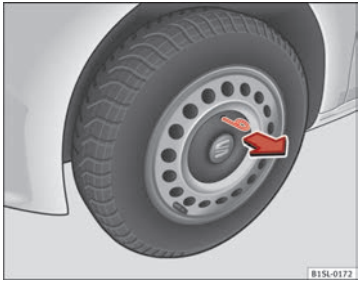

Fig. 141 Remove the hubcap of the steel wheel trim
- *To remove*, take the vehicle tool kit wire hook and attach it to the edge of the wheel trim ⇒ Fig. 141.